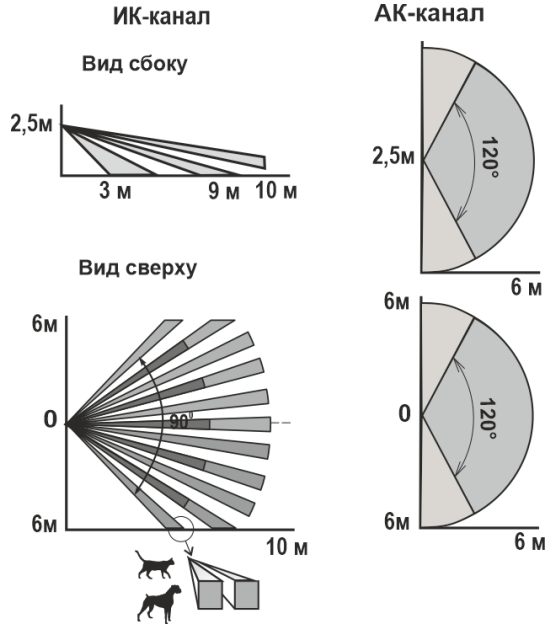

Рисунок 2
2.2 Принцип действия **ИК-канала** основан на регистрации изменений потока теплового излучения, возникающих при пересечении человеком зоны обнаружения, которая состоит из чувствительных зон. Каждая чувствительная зона состоит из двух элементарных чувствительных зон (рисунок 2).